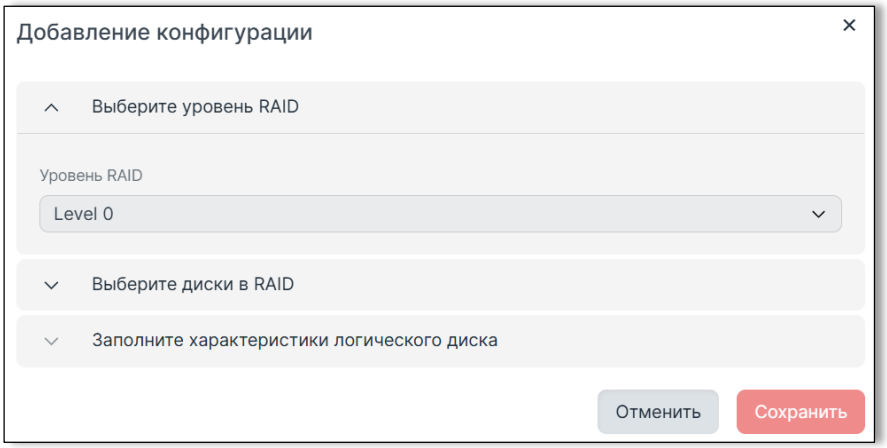

Рисунок 50. Выбор уровня RAIDx для массива дисков
1. Нажмите кнопку «Добавить» напротив раздела «Дисковые массивы» и дождитесь появления окна добавления конфигурации (Рисунок 50).